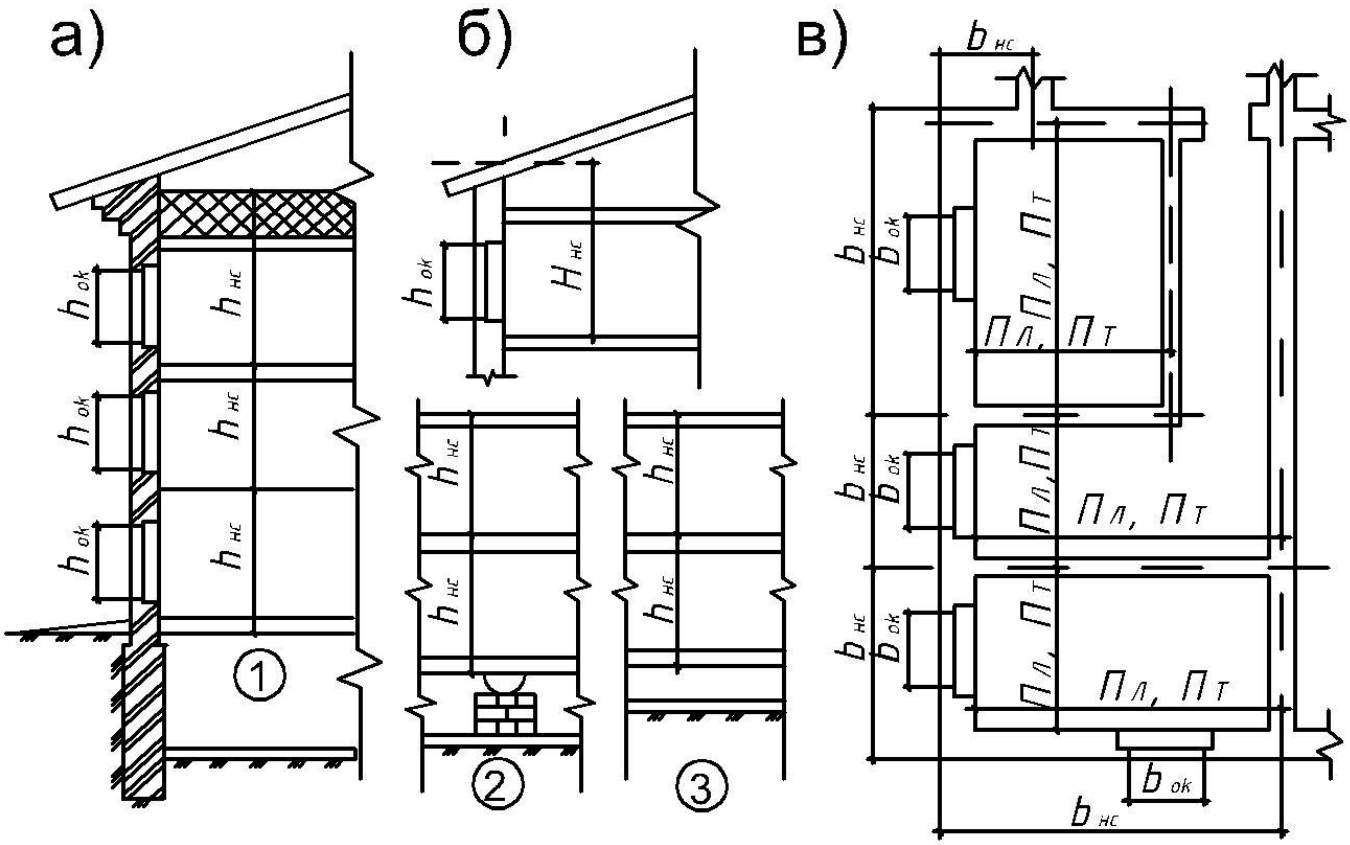

Рисунок 1 – Правила обмера площадей ограждающих конструкций
1) площадь окон и дверей - по наименьшим размерам $(h_0 \cdot b_0)$ проемов в свету (рисунок 1, а, в);
2) площадь потолков и полов - по расстоянию между осями внутренних стен и расстоянию от внутренней поверхности наружных стен до осей внутренних стен $(П_Л \cdot П'_Л; П_Т \cdot П'_Т)$ и $(П_Л \cdot П''_Л; П_Т \cdot П''_Т)$ (рисунок 1,в);
- по расстоянию от уровня чистого пола первого этажа до уровня чистого пола второго этажа (для пола на грунте): $h_{нс} = h_{эт}$ (рисунок 1, б 3);